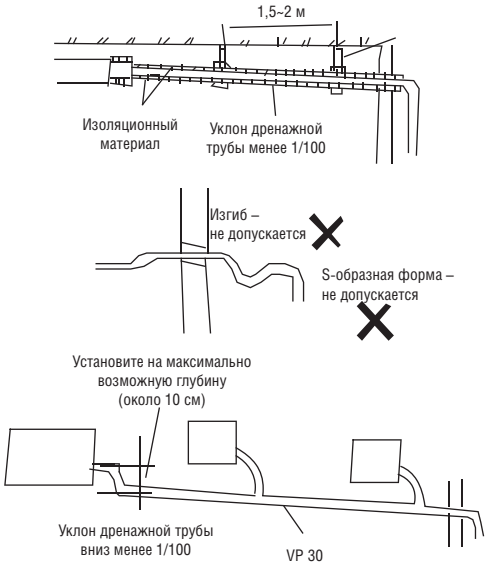

Рис. 6-1
- При монтаже труб руководствуйтесь рис. 6-1.